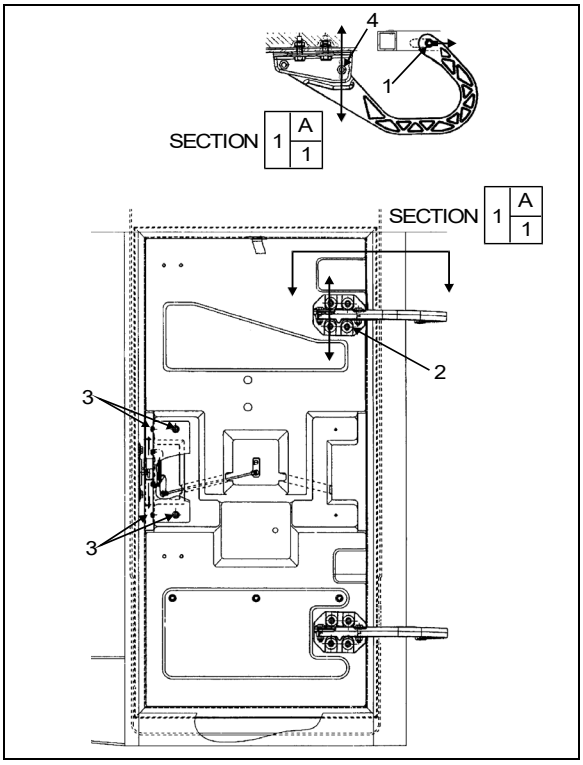

FIGURE 97: MAIN POWER COMP. DOOR 18199
1. Loosen nut (1, Figure 97).
3. Tighten nut (1, Figure 97).
4. Loosen nut (4, Figure 97).
7. Loosen screws (2, Figure 97). Screws allow the door to be shifted "UP or DOWN".